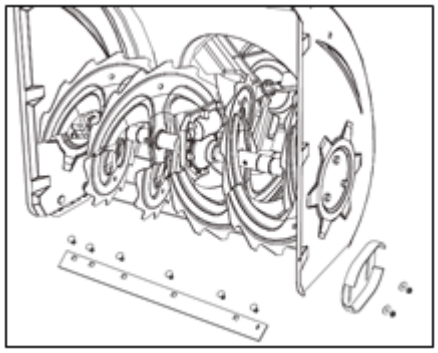

Fig. 24
1. Remove the four bolts and nuts that secure them to the snow thrower. See Figure 24.
2. Fit the new skid shoes with four bolts (two on each side) and nuts. See Figure 24.